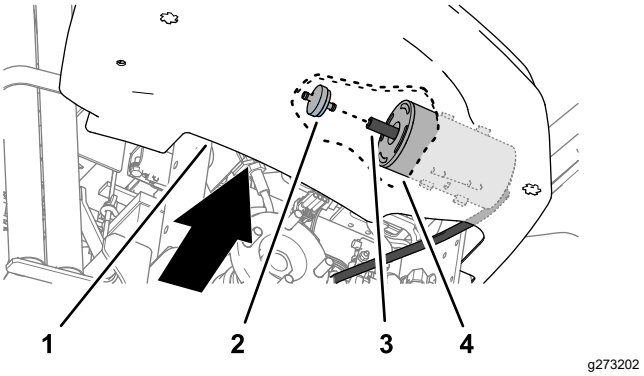

**Figur 32**
4. Sträck handen runt konsolens nedre, inre kant och dra kolkanisterfiltret bakåt och ut ur slangen vid kolkanisterns ände (Figur 32).
5. För in ett nytt kolkanisterfilter i slangen vid kolkanisterns ände (Figur 32).